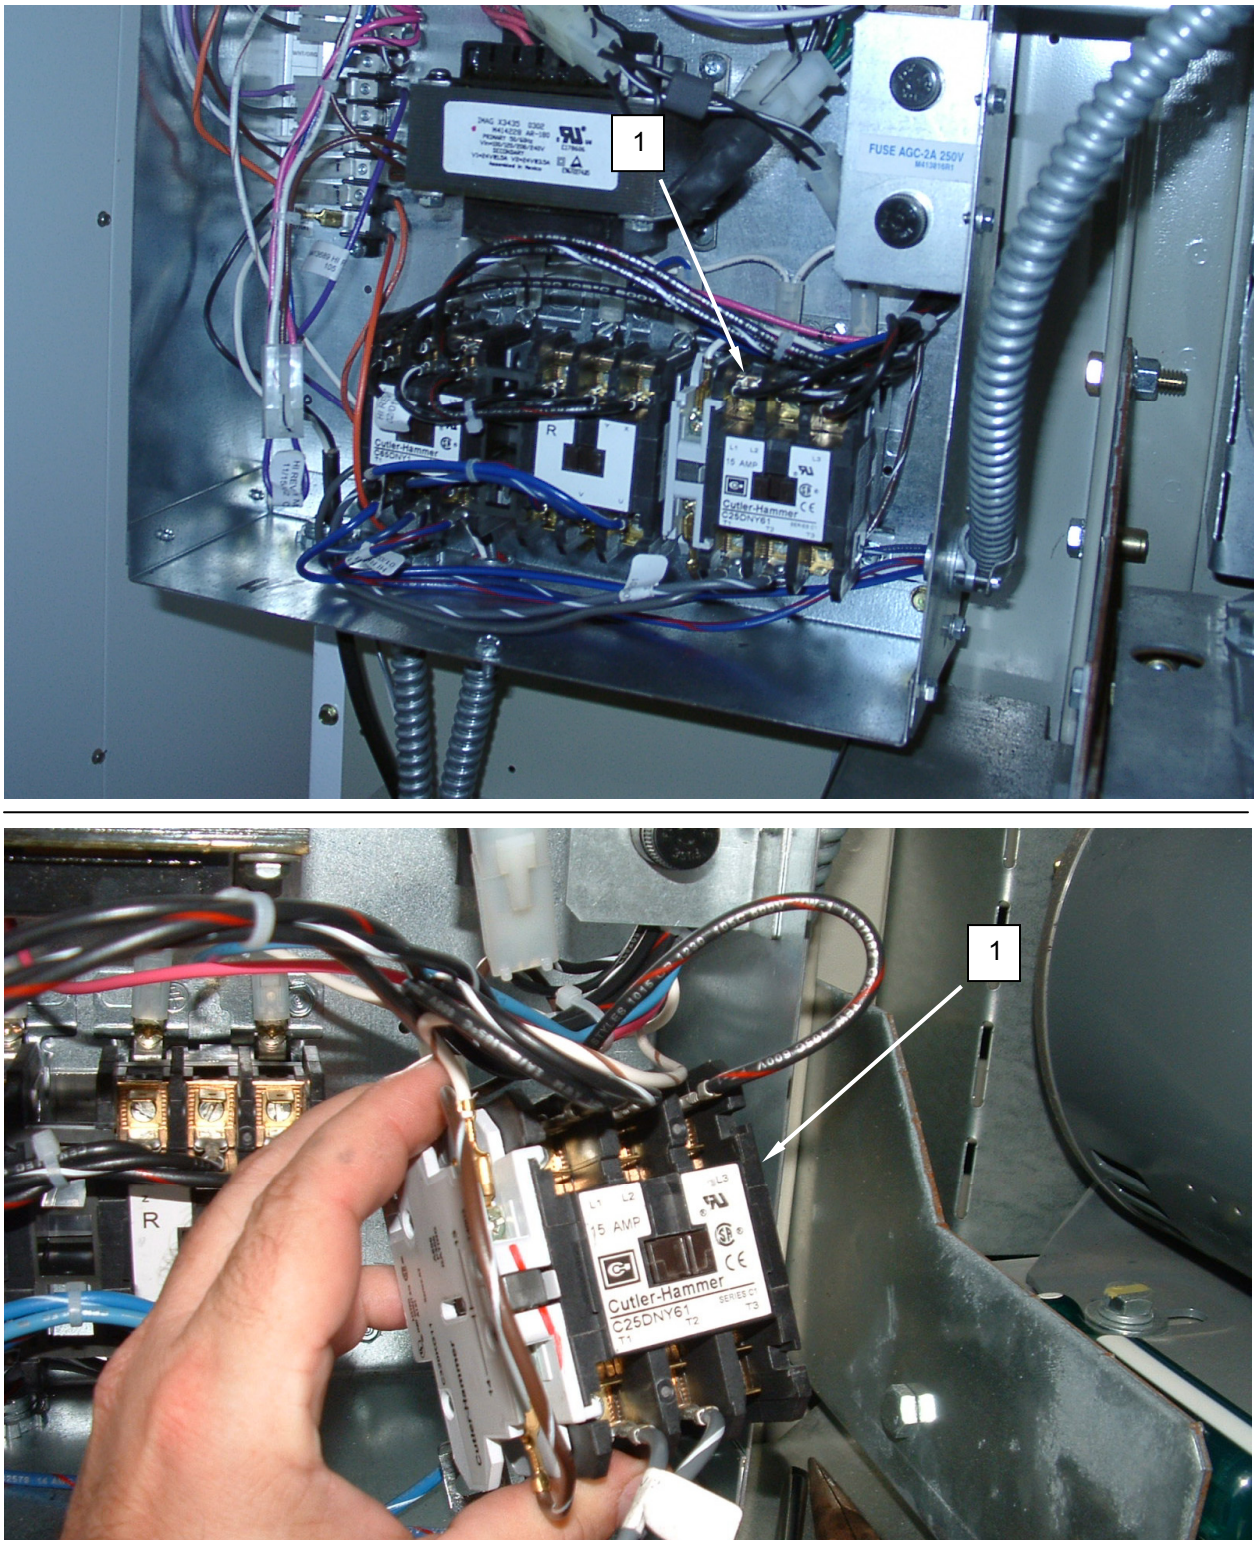

Figure 4. Replace the Fan Contactor.
3. Tag and disconnect wiring from contactor **(Figure 4, Item 1)**.
4. Remove screws retaining contactor **(Figure 4, Item 1)**, and remove contactor.
5. Install replacement contactor **(Figure 4, Item 1)**, and retain with screws.
6. Connect wiring to replacement contactor **(Figure 4, Item 1)** as tagged.